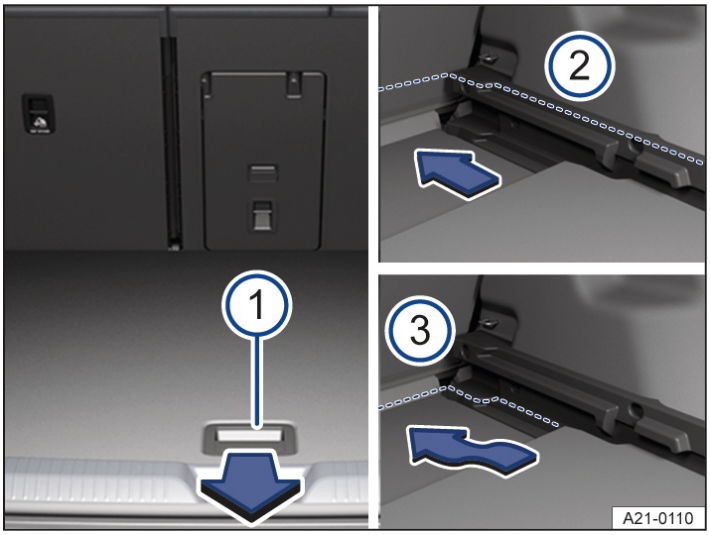

Fig. 2 In the luggage compartment: adjusting the height of the second luggage compartment floor.
1. Lift the luggage compartment floor by the handle → *Fig. 2* (1) and pull it out of the guides on the sides of the luggage compartment in the direction of the arrow.
2. Insert the luggage compartment floor into the guides at the required height → *Fig. 2* (2) or (3) and push it forwards as far as it will go.